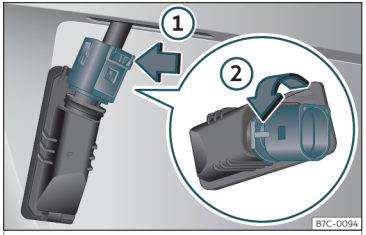

Fig. 52 Luz de matrícula: desmontar el portalámparas.
– Presione sobre el bloqueo del conector en el sentido de la flecha ››› **fig. 52** ① y extraiga el conector.
– Gire el portalámparas en el sentido de la flecha ››› **fig. 52** ② y extráigalo junto con la lámpara.
– Encaje el portalámparas en la luz de la matrícula y gírelo hasta el tope en sentido contrario al de la flecha ››› **fig. 52** ②.